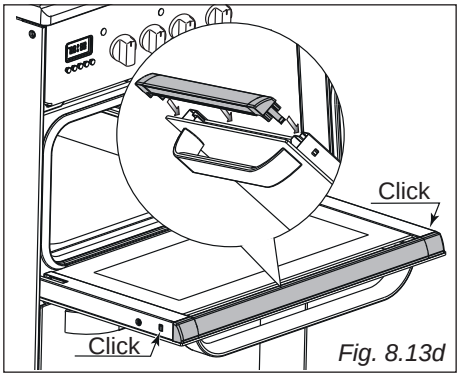

Fig. 8.13d
- Gently push the glass retainer back into place. You should be able to hear the tabs on both sides click as they lock the glass retainer in (fig. 8.13d).